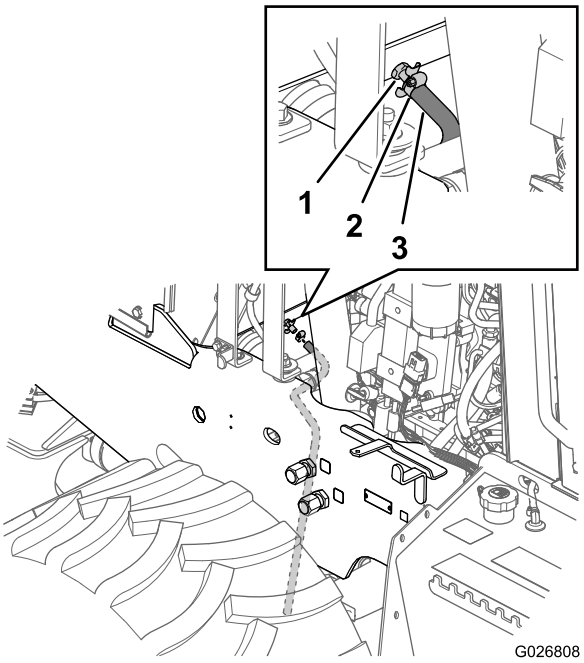
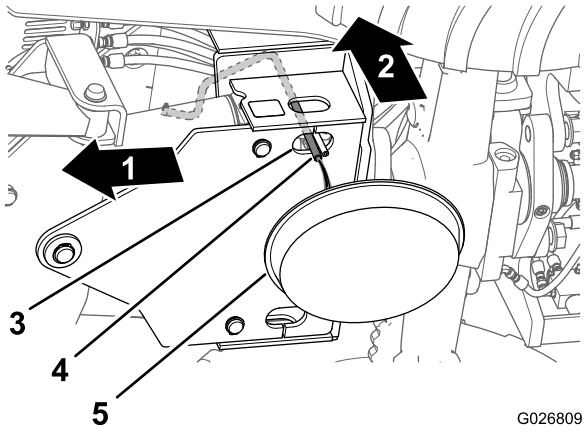
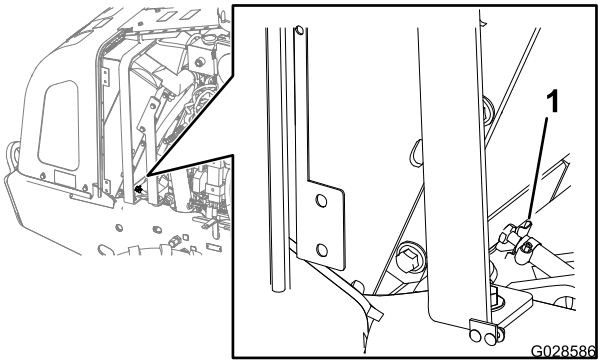

Figure 98
Figure 99
Figure 100
4. Glissez le flexible de 3/8 x 30 pouces, résistant au liquide de refroidissement, sur la sortie du robinet de vidange du radiateur (Figure 98).
5. Fixez le flexible au robinet de vidange au moyen d'un collier (Figure 98).
6. Faites passer le flexible dans l'orifice de la plaque de montage inférieure de la lame de remblayage (Figure 99).
7. Placez un bac de vidange d'une capacité minimale de 23 litres (6 gallons) sous l'extrémité ouverte du flexible de vidange (Figure 99).
9. Fermez le robinet de vidange (Figure 100).
10. Retirez le flexible de vidange et le collier (Figure 98 et Figure 99).
A. Vérifiez que le liquide de refroidissement est vidangé du radiateur et que le robinet de vidange est refermé (Figure 100).
D. Ouvrez le robinet de vidange et vidangez la solution de nettoyage dans un bac de vidange (Figure 98 et Figure 100).
E. Fermez le robinet de vidange (Figure 100).
C. Ouvrez le robinet de vidange (Figure 100) et laissez l'eau s'écouler dans le bac de vidange.